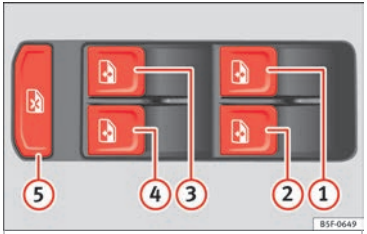

Fig. 122 Detail of the driver door: controls for the front and rear windows (5-door vehicles with front and rear electric windows).
Buttons ››› **Fig. 122** ①, ②, ③ and ④ have two positions for opening windows and two for closing them. This makes it easier to open and close windows to the desired position.